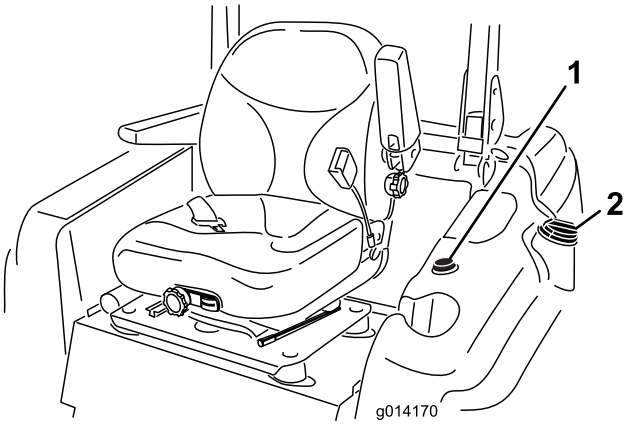

Рисунок 7
3. Очистите область вокруг крышки топливного бака и снимите крышку (Рисунок 7).